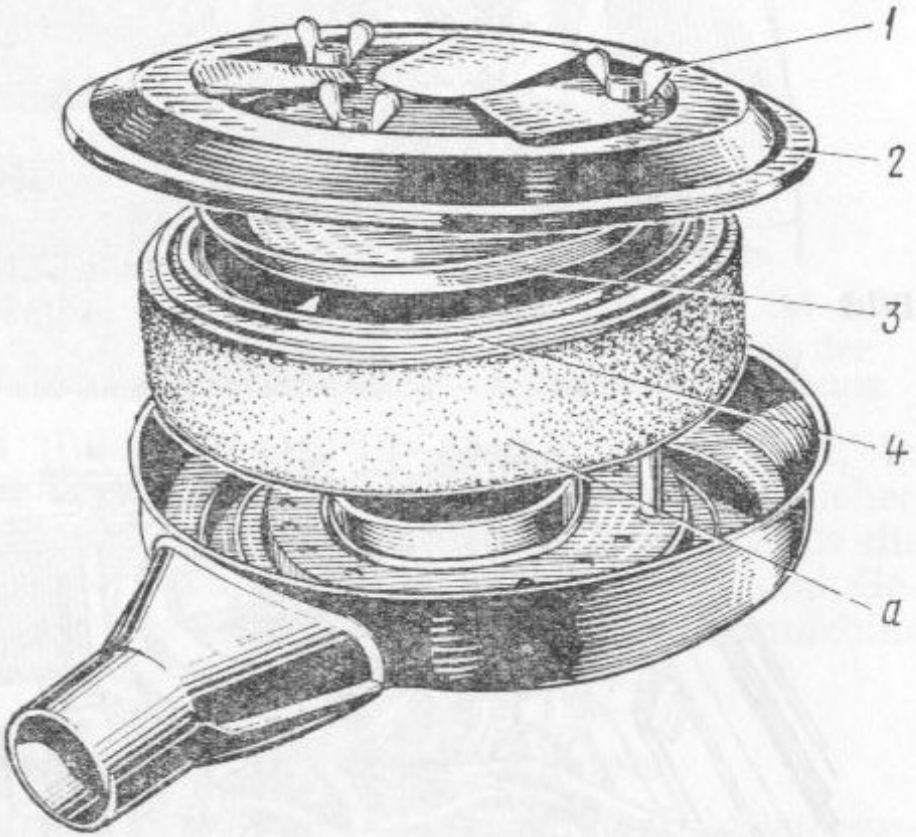

Bild 70. Auswechseln des Filtereinsatzes des Luftfilters :
1. Drei Flügelmuttern *1* (Bild 70) losdrehen und Deckel *2* des Filters abnehmen.